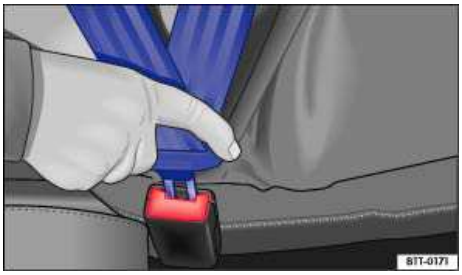

**Fig. 55** Inserting the safety belt buckle tongue into the belt buckle.
- Insert the tongue into the correct buckle for your seat until you hear it latch securely ⇒fig. 55.